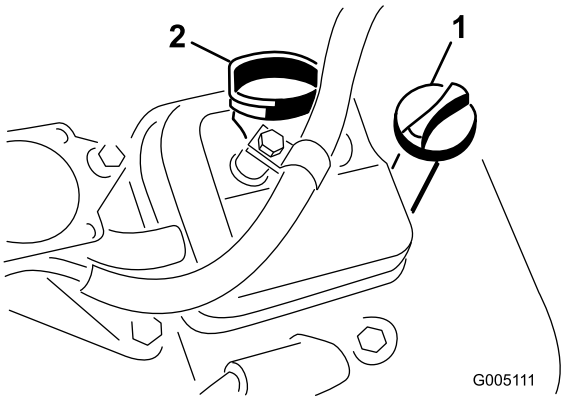

Figur 25
3. Sæt målepinden ned i målepindsrøret, og sørg for, at den sidder helt i bund (Figur 25).